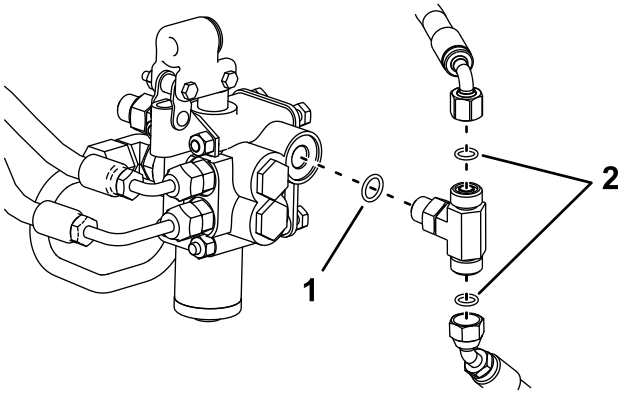

Figur 7
F. Erstat O-ringene på T-fittingen med nye O-ringe som vist i Figur 7.